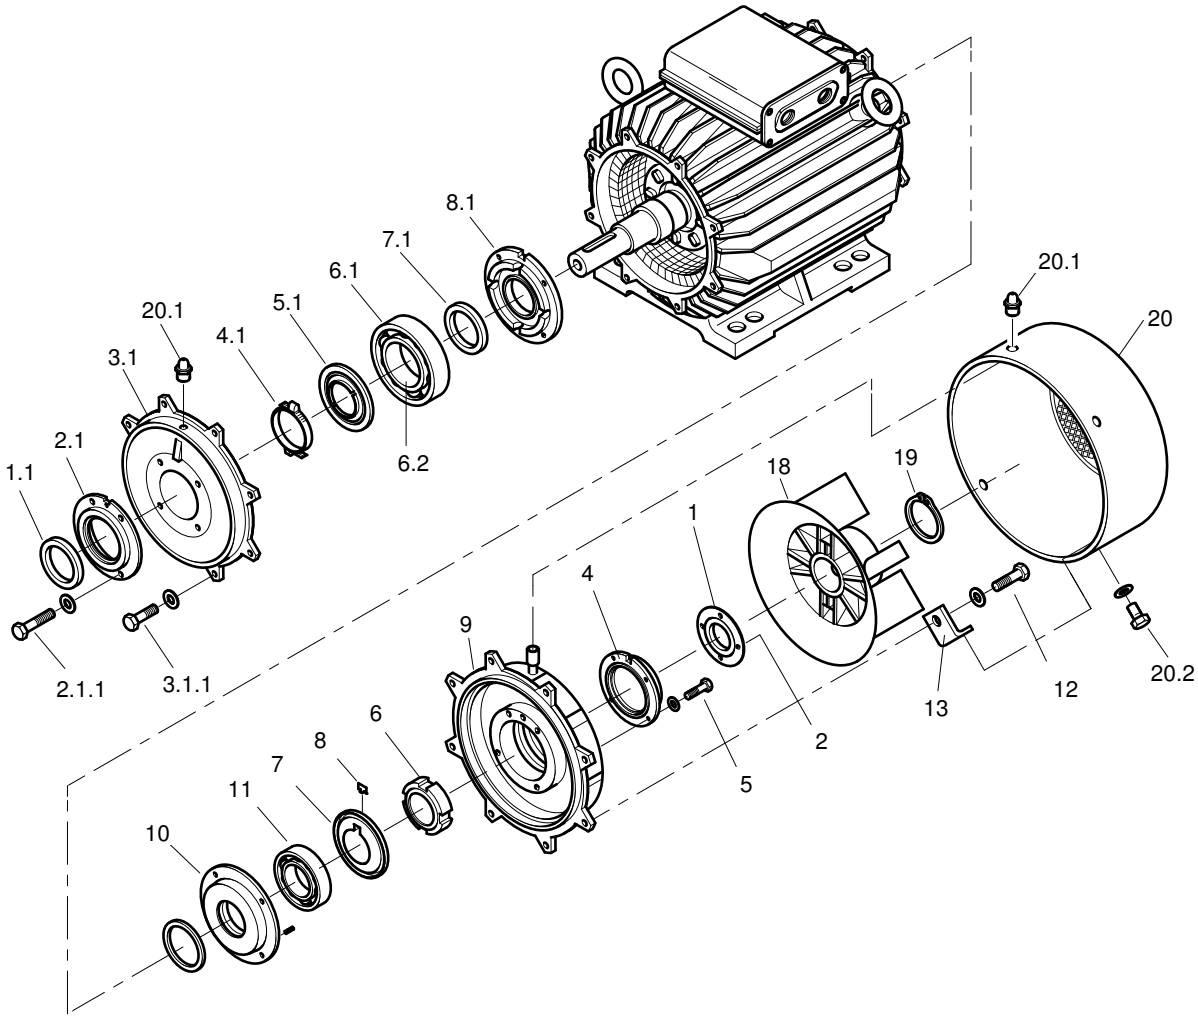

Bild 15: Lagerwechsel AH180 bis AH315
5.5.6 Montage bei gegenseitigem Schrägkugellager (O-Anordnung) (→ Bild 15) (Für antriebsseitiges Zylinderrollenlager, siehe 5.5.4 und für antriebsseitiges Rillenkugellager, siehe 5.5.2)